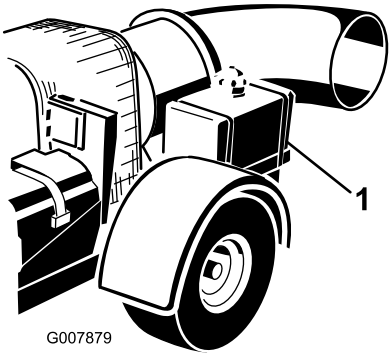

Figur 15
2. Rengjør området rundt bensinlokket, og ta av lokket (Figur 15).